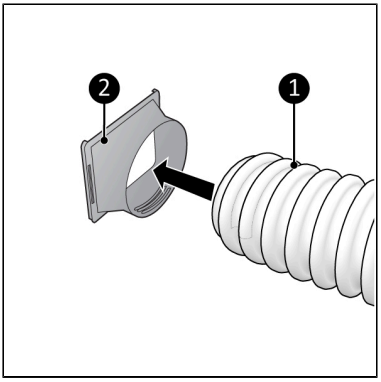

Figure 25.
1. Connect the hose connector (Figure 25, pos. 2) to one end of the hot air outlet hose (Figure 25, pos. 1).